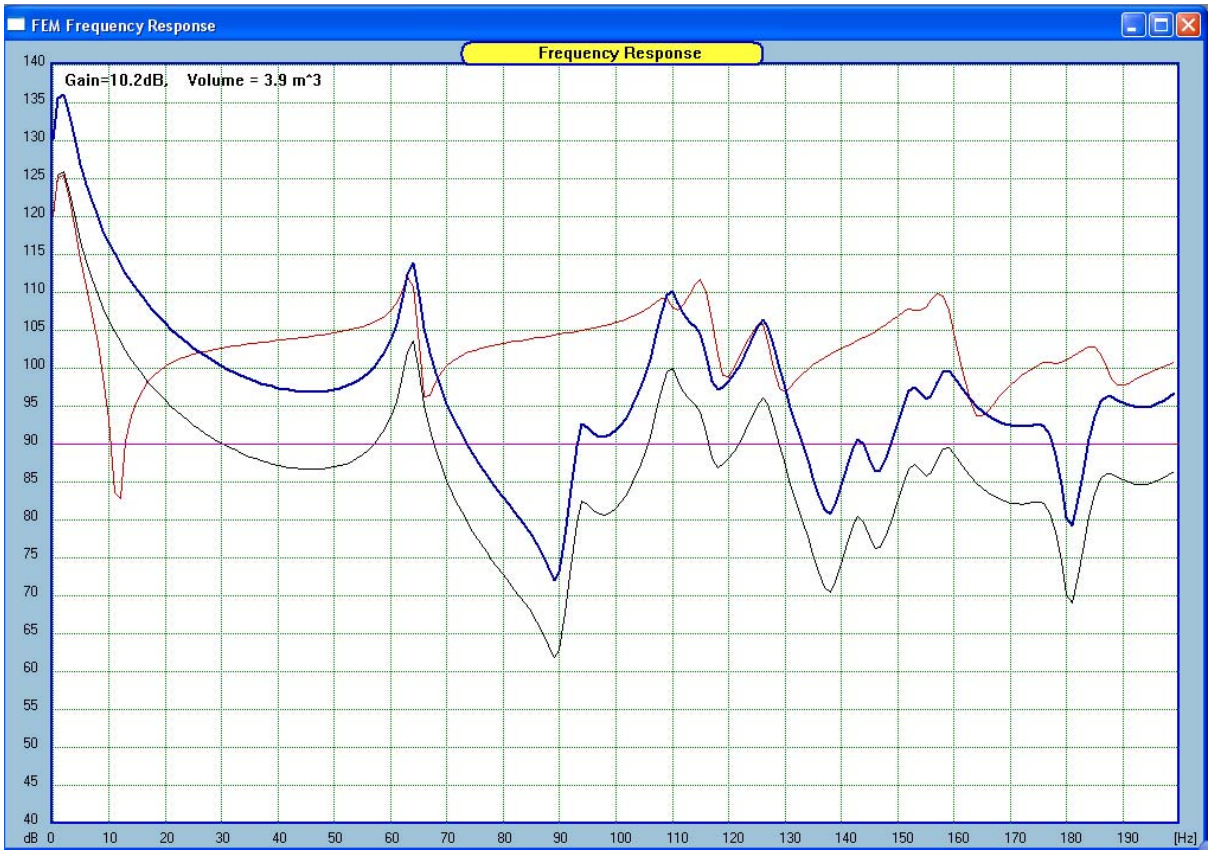
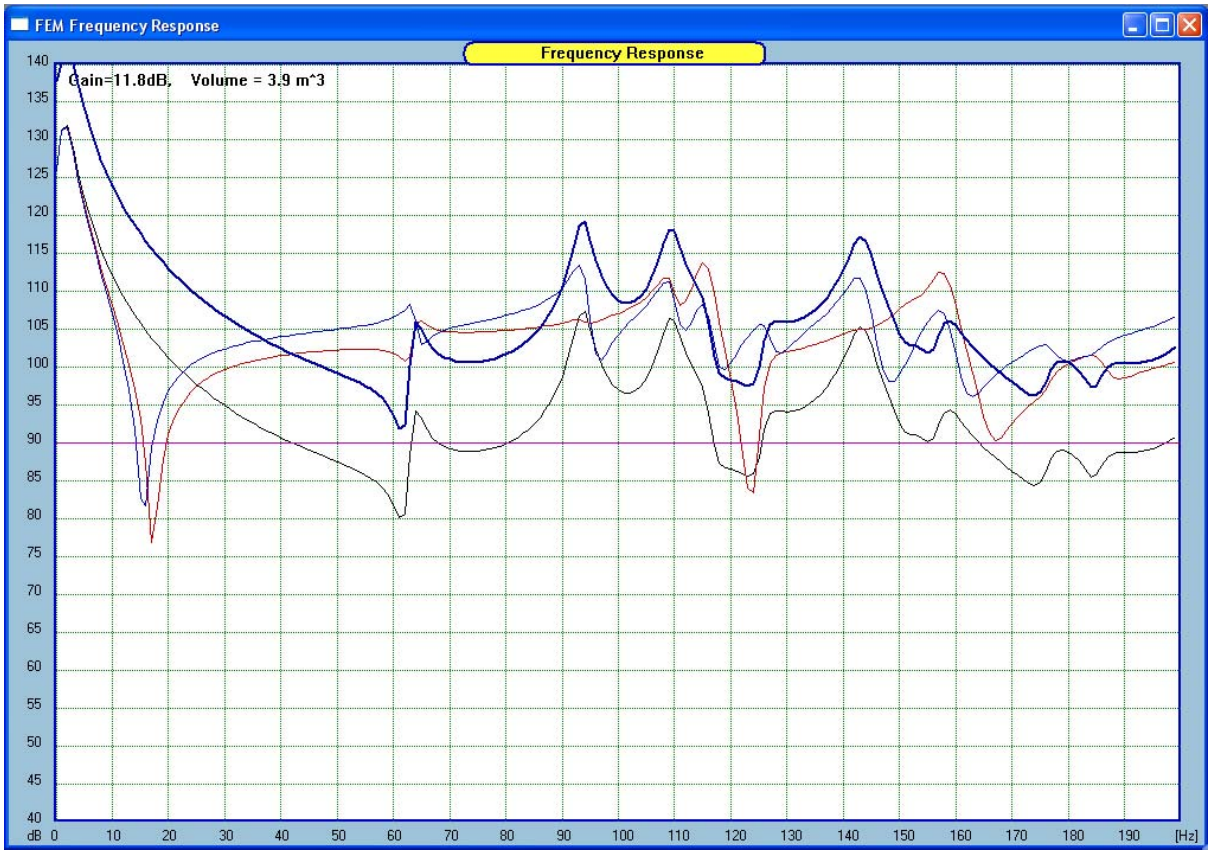

Figure 7.5. Loudspeaker at the rear of the passenger cabin (blue).
Figure 7.7. Frequency response due to SPL of two speakers combined (blue).
When a "perfect loudspeaker" is mounted at the back of the cabin, under the rear window, and the listening position is assumed to be where the driver's head is, the modeled frequency response of such "perfect loudspeaker" is shown on Figure 7.5. Closer inspection of the plot would indicate: (1) there is overall gain of about 5-6dB averaged across 10-200Hz frequency range, (2) the plot exhibits a +12dB slope below 50Hz – this is due to the cavity effect, and (3) the frequency response is quite irregular between 70-95Hz and then improves as modal density increases towards 200Hz. The 65Hz mode determined from my earlier FEM analysis appears to be quite pronounced for the amount of dumping assumed earlier. Incidently, a closed box with corner frequency at around 50Hz, mounted in this car, theoretically can produce flat acoustic frequency response to DC. The 12dB/octave slope of the closed box, would ideally be compensated by the 12dB/octave rise from the cavity effect.
Our earlier assumption, that the source of the sound is a "point source" implies, that it radiates the sound uniformly, in all directions. This assumption agrees well with restricting the analysis to about 200Hz, below which all sound sources appear to be omnidirectional. When both speakers are operating at the same time, the combined frequency response would be similar to the one shown on Figure 7.7. Despite its "bumpy" character, the combined frequency response would be preferred over each of the individual plots obtained for single driver operation. The peaks and valleys can not be avoided in the closed compartment, but their influence can be significantly reduced by making the interior "softer" (read: more absorbing). The remaining irregularities can be further reduced by electronic equalization, thus making the total frequency response more acceptable.
The set of plots (Figure 7.7) present quite realistic situation of using contributions from two loudspeakers, with microphone placed in the driver's head horizontal plane. The accuracy of the analysis in the upper range of frequencies was limited by the size of the "brick" elements we have used. The dimensions were: Y=22cm, X=26cm and Z=14cm. Smaller elements would increase accuracy around 200Hz, but the penalty would be significantly increased computational time. The final frequency response shown on Figure 7.7 seems quite acceptable taking into account where we started (Figures 7.5 & 7.6).